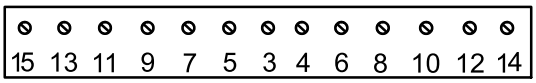

Figur 24
6. Följ ordningen i Figur 24 och dra åt skruvarna till 25,4 Nm.